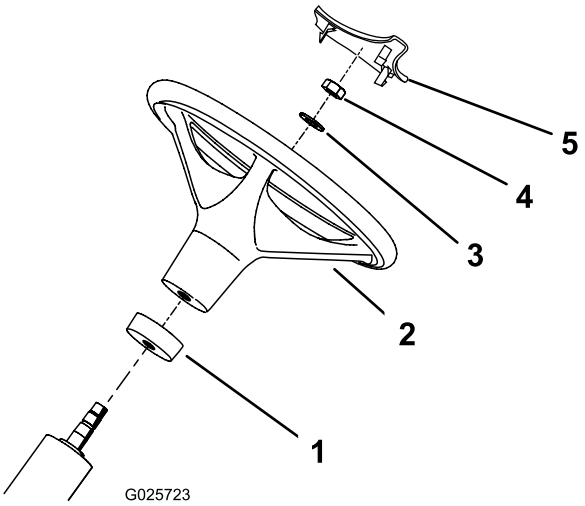

Figur 2
2. Før skumkragen, den minste enden først, på rattstangen (Figur 2).
3. Før rattet på rattstangen (Figur 2).
4. Fest rattet på rattstangen med en skive og mutter (Figur 2). Trekk til låsemutteren med et moment på 27–35 Nm.
5. Monter rattdekselet på rattet (Figur 2).